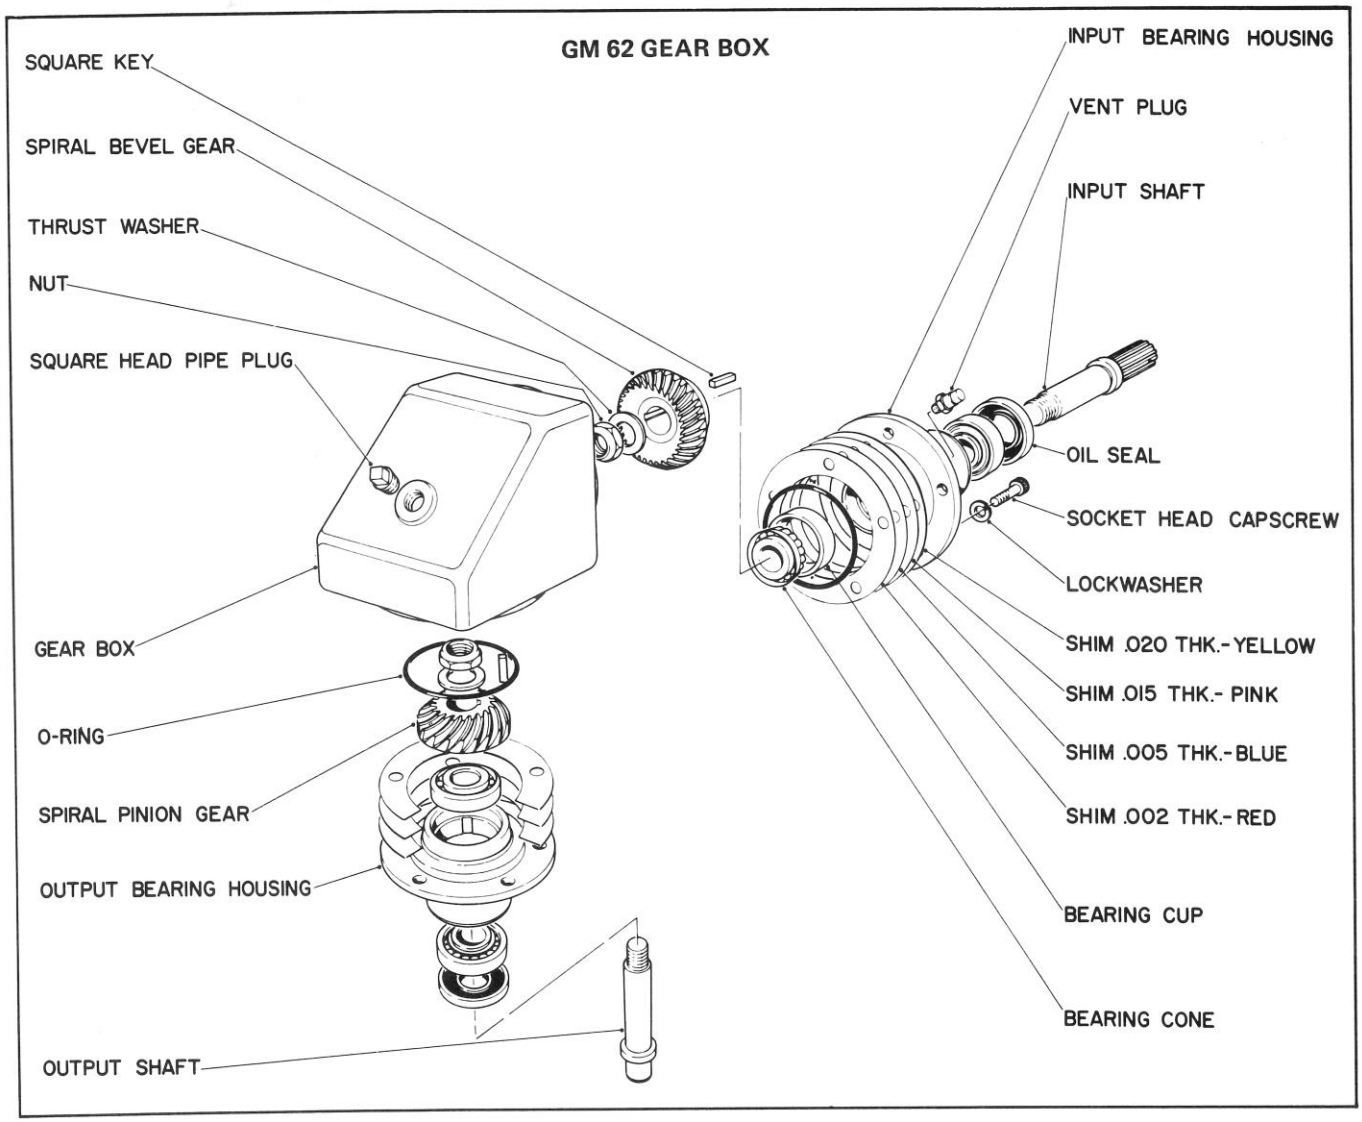
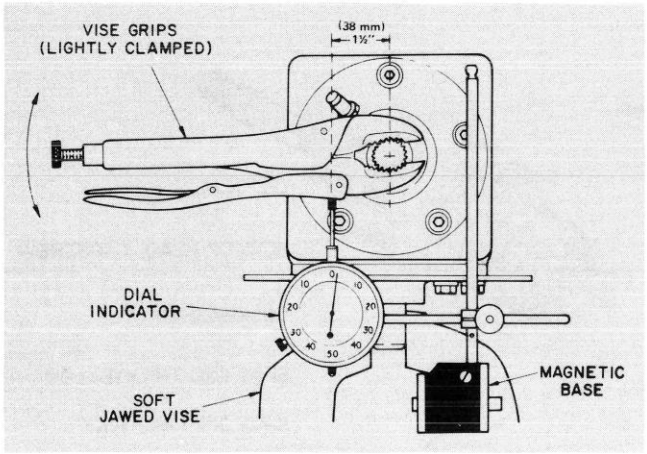

Figure 50
Figure 51
2. Remove pipe plug from gear box and drain oil out of gear box (Fig. 50).
1. Remove five (5) capscrews securing input housing assembly; tap input housing with soft-faced hammer and pull on input shaft to remove from gear box (Fig. 50).
2. Remove five (5) capscrews securing output bearing housing to gear box, tap housing with soft-faced hammer and pull on output shaft to remove assembly from gear box (Fig. 50).
4. Use a bearing separator to remove gear from shaft. Remove square key (Fig. 50).
5. Support mount flange of input housing in arbor press and press shaft, threaded end up, out of housing (Fig. 50).
7. Use procedures 3 through 6 to disassemble the output shaft assembly (Fig. 50).
8. Discard and replace the shaft, nut, shaft seal and housing O-ring for both assemblies (Fig. 50). Discard and replace all worn and damaged parts.
1. Press bearing cups into bearing housing with small I.D. of cups toward inside of housing (Fig. 50).
3. Press on the remaining bearing cone. Install square key and press on gear. Use Loc-tite 242 or 601 on shaft and gear. Install thrust washer and nut (Fig. 50).
5. Apply No. 2 Permatex to outer surface of seal, apply oil to seal lips and press new seal into housing with seal lips facing inward (Fig. 50).
1. Install shims on housing (Fig. 50).
2. Oil O-rings, install on housing (Fig. 50) and insert both shaft assemblies into gear box (Fig. 50).
4. Clamp the output shaft of gear box in a soft-jawed vise, lightly clamp a pair of vise-grip pliers to the input shaft, mount a dial indicator with magnetic base to the vise, move vise grips up and down and check input gear blacklash (Fig. 50). Backlash should be .005-.010 inch (0.13-0.25 mm) with indicator positioned one and one-half inch (38 mm) from center of shaft (Fig. 51). If backlash is incorrect, remove input housing assembly and add or subtract shims as necessary. Repeat procedures until correct backlash is obtained. Shims are available in .002, .005, .015 and .020 inch (0.051, 0.13, 0.38 and 0.51 mm) sizes (Fig. 50).